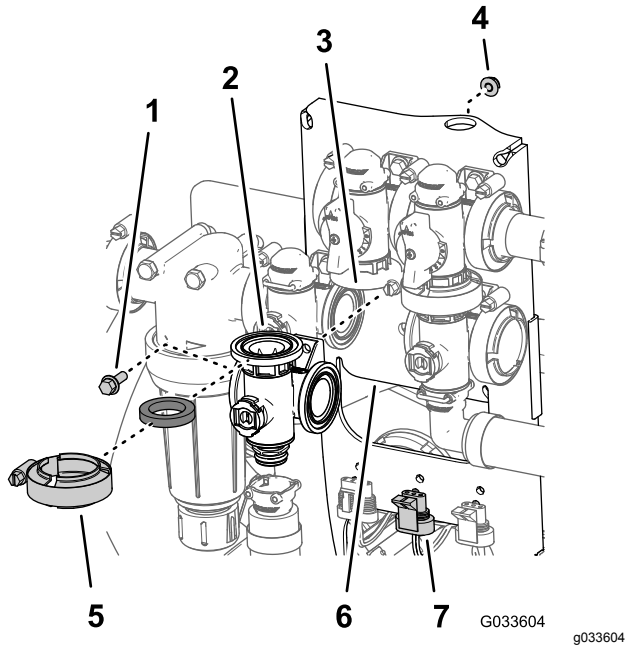

Figur 127
1. Ret flangen på omrøringsventilmanifolden, en pakning og flangen på omrøringsomløbsventilen ind efter hinanden (Figur 127).
9. Saml omrøringsventilen til ventilbeslaget med flangehovedbolten og flangelåsemøtrikken (Figur 127), som du fjernede i trin 3 af Afmontering af omrøringsmanifoldventilen (side 82), og spænd møtrikken og bolten til mellem 10 og 12 N·m.